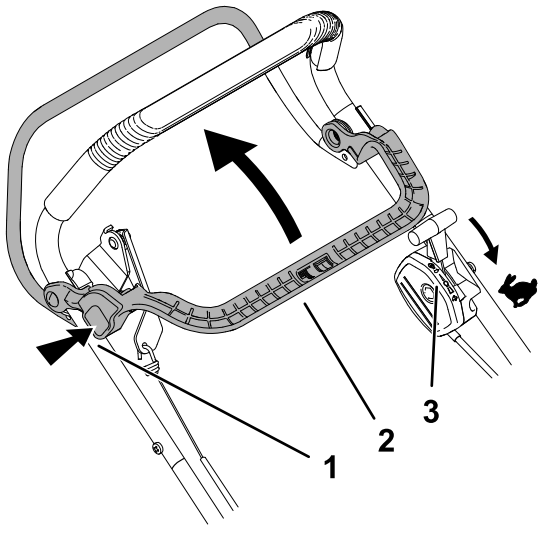

Figura 16
1. Assicuratevi che la leva di comando dell'acceleratore sia in posizione di MASSIMA (Figura 16).
2. Premete il pulsante di fermo frizione freno lama (blade brake clutch – BBC) e tirate indietro la leva di comando BBC contro la stegola (Figura 16).